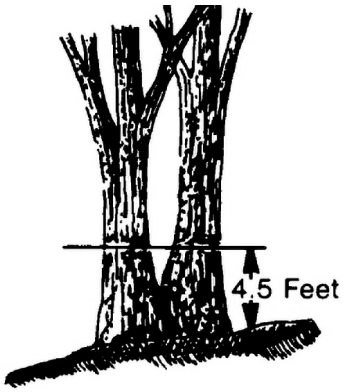

Figure 3. Fork occurs below 4.5 feet.
4. If the tree is forked below 4.5 feet but is determined to have common rootstock and a unified crown, record as a single tree with two stems. If unsure, apply the ankle-height rule. If there is light between the two stems at ankle height, record as two trees. If there is no light at the ankle, record as one tree with two stems and two DBH's with the same tag number. See Figure 3 below and *19.33 Measuring Multi-Stem Trees* for more information.